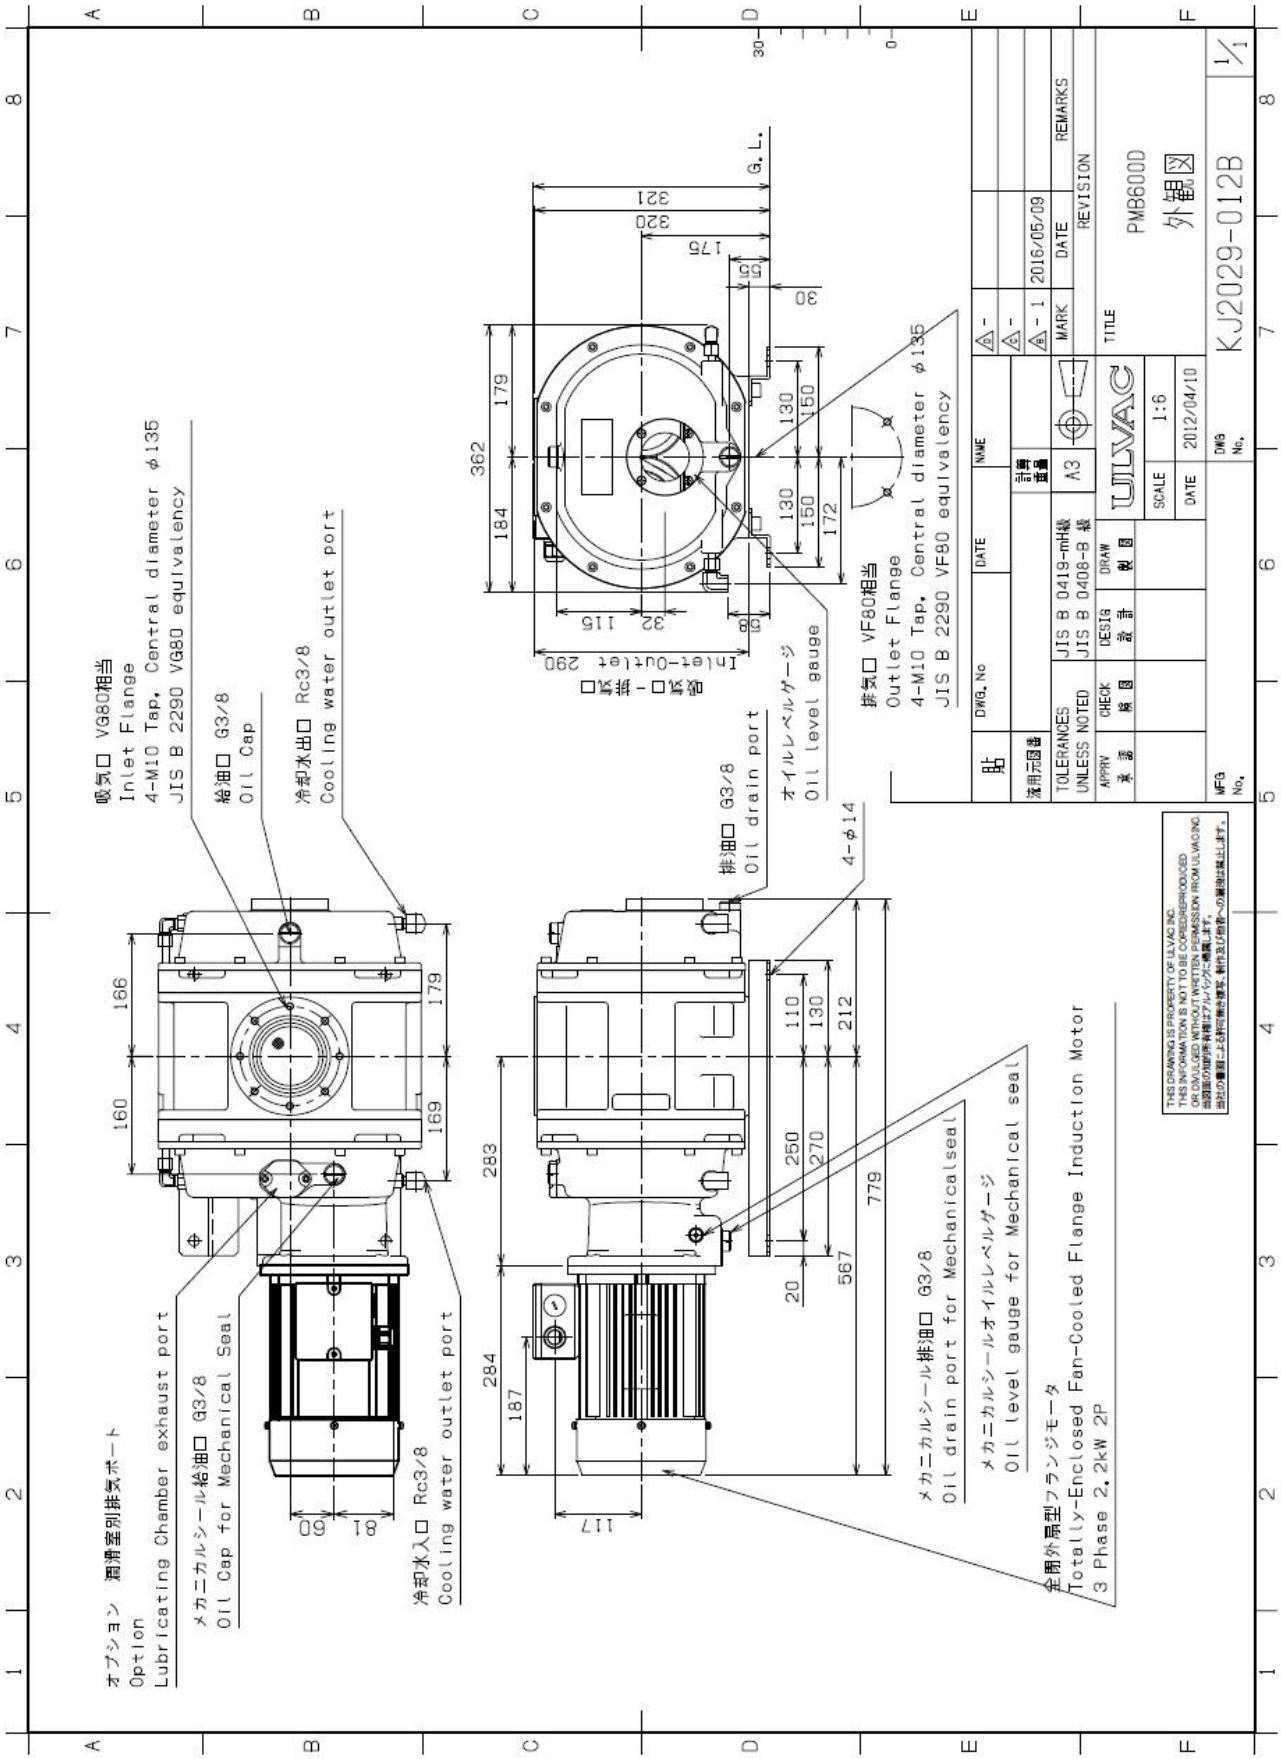

図 12 PMB600D 外観寸法図
- **ポンプを傾けたり、横倒しにしたり、あるいは逆さまで運転すると、ポンプが損傷します。図 8～図 12 を参考に吸気口を上にして、G.L.に水平に設置して下さい。**
ギヤ側カバー上部の給油口から、潤滑油を規定量給油して下さい（給油口は、図 8～図 12　参照）。潤滑油は広がるまで1分ほどかかります。油面が安定した後オイルレベルゲージにて確認して、規定レベルより低い場合は上限レベルで安定するまで給油して下さい。